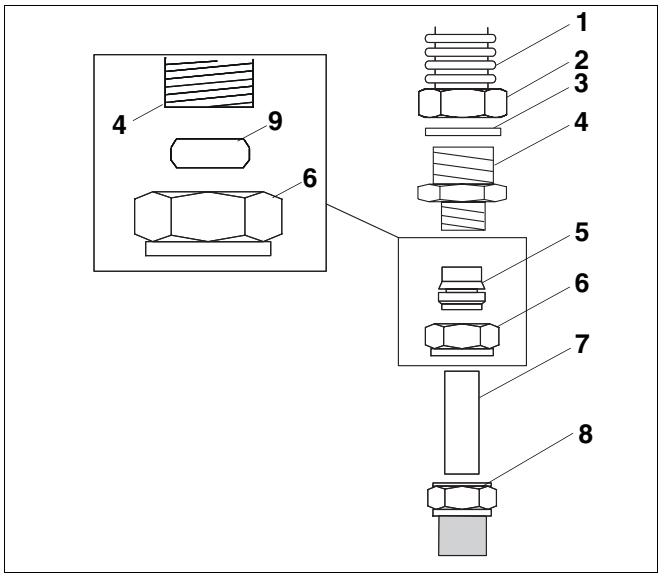

Afb. 6 Aansluiting Twin Tube DN 20 op klemringschroefkoppeling 18 mm
- Plaats de dichting (afb. 6, **pos. 3**) in de voorgemonteerde wartelmoer Rp1 (afb. 6, **pos. 2**).
- Schroef de rechte klemringschroefkoppeling R1 × 22 mm (afb. 6, **pos. 4 en 6**) aan de voorgemonteerde wartelmoer Rp1 (afb. 6, **pos. 2**) van de flexibele inox leiding (afb. 6, **pos. 1**).
- Houd de voorgemonteerde wartelmoer Rp1, (afb. 6, **pos. 2**) met de rechte-klemringschroefkoppeling R1 × 22 mm, (afb. 6, **pos. 4**) tegen met behulp van een geschikte steeksleutel.
- Vervang de klemring 22 mm van de klemringschroefkoppeling (afb. 6, **pos. 9**) door het verloopstuk 22 × 18 mm (afb. 6, **pos. 5**).
- Breng de Cu-leidingen Ø 18 mm (afb. 6, **pos. 7**) op de juiste lengte, teneinde ze 2–3 cm in de klemringschroefkoppelingen (afb. 6, **pos. 4, 8 en 6)** te kunnen schuiven.
- Schuif de Cu-leidingen, die op de juiste lengte gebracht zijn, Ø 18 mm (afb. 6, **pos. 7**) helemaal tot aan de aanslag in de klemringaansluitingen. Het verloopstuk 22 × 18 mm (afb. 6, **pos. 5**) moeten de Cu-leidingen Ø 18 mm volledig omsluiten.